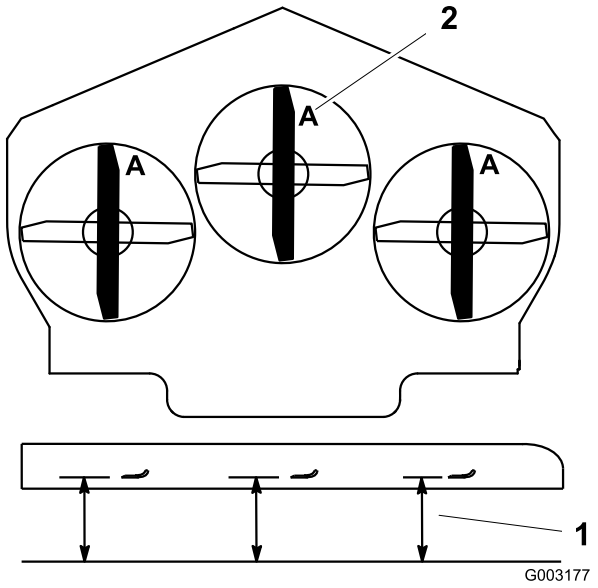

Figur 82
3. Drej knivene, indtil enderne vender fremad og bagud (Figur 82). Mål fra en plan overflade til skærekanten, position **A**, på knivene(Figur 82). Noter dette mål.